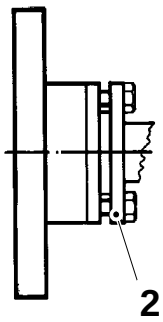

Fig. 3
Loosen the ETP bushing (2) fig 3.